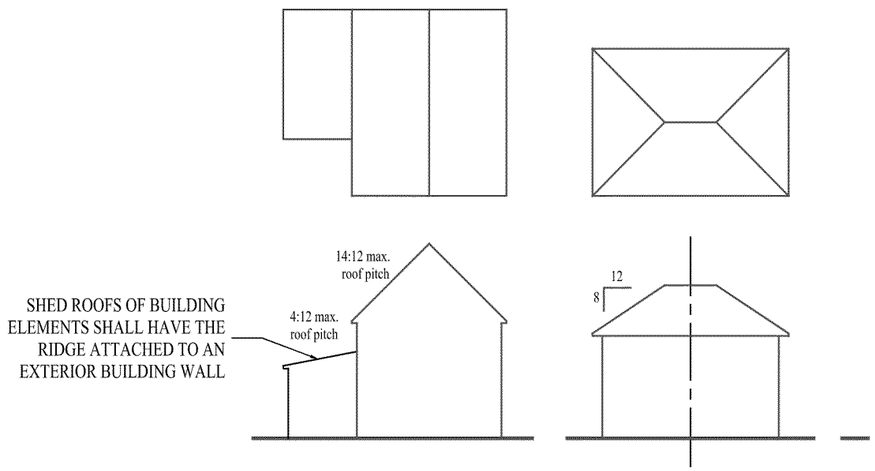

*Figure 18*
» On the primary structure the pitch of the main roof shall be between 8:12 and 14:12. Secondary roofs on the principal structure, subject to Village approval, as well as garage and link roofs may have shallower pitches but shall relate to the main house roof (hips with hips and gables with gables). See Figure 18.
» Flat roofs and balustrades are permitted only when the flat roof is occupiable and accessible. See Figure 18.
- Shutters shall be applied to all or none of the windows on any given elevation and on both frontage elevations on a Corner Lot. Shutters shall be shaped, sized, and proportioned to the windows they serve, both in height and width. See Figure 18. The Village may approve the elimination of shutters on paired or unique windows.